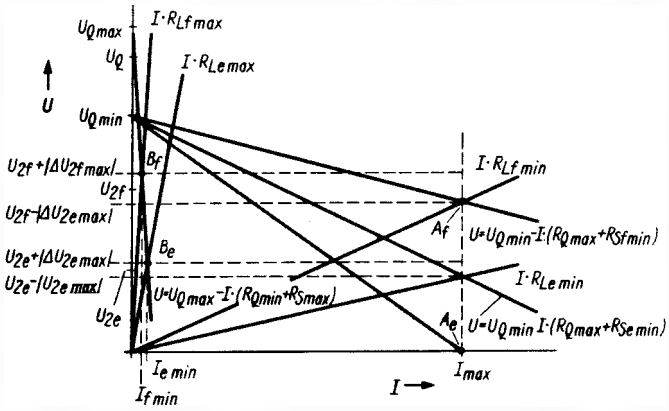

Bild 6. Kennlinienfeld für stabilisierte, einstellbare Ausgangsspannung, R_S veränderlich
3.2.1 Einstellung von U_2 durch Ändern von $R_{S\,min}$ (Bild 6)
Der Endzustand sei gekennzeichnet durch $U_{2e} = 0$, dafür ist $R_{Se\,min}$ zu bestimmen; Punkt A_e (Bild 6). Der andere Endzustand sei gegeben durch $R_{Sf\,min} = 0$. Es ist zu bestimmen: